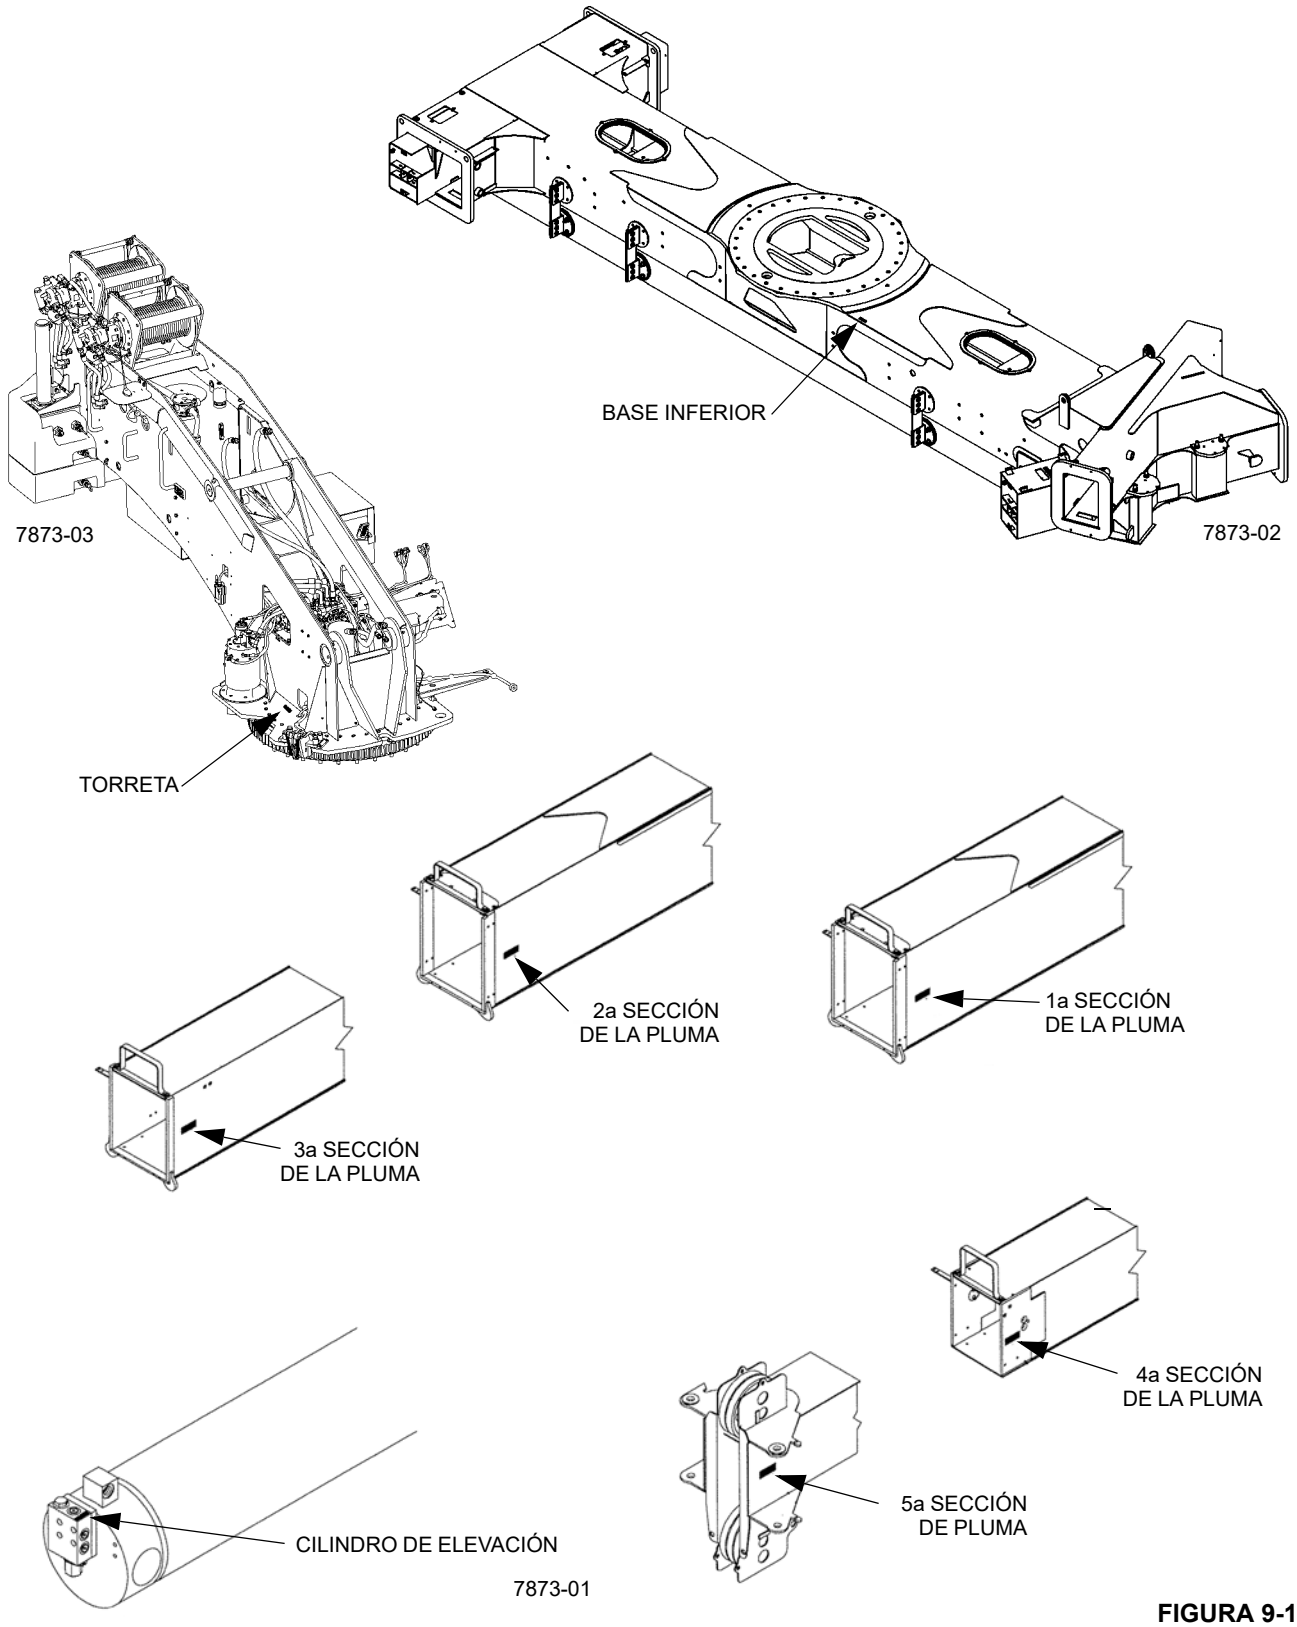

FIGURA 9-1
4. **Chasis del camión**. Trate de seleccionar un camión con un chasis tal que se minimice o elimine la necesidad de reforzar ni extender el chasis posterior (AF). Se ofrecen muchos chasis cuyo chasis posterior (AF) tiene el módulo de sección (SM) y resistencia al momento de torsión de retorcedura (RBM) tales que no requieren refuerzo. El gato hidráulico delantero se usa para obtener una gama de trabajo de 360° alrededor del camión. El chasis debajo de la cabina hasta la suspensión delantera deberá tener los valores mínimos de SM y RBM porque frecuentemente es difícil reforzar el chasis hasta la suspensión delantera debido al motor, los montajes del radiador y el mecanismo de la dirección. Vea las páginas “Requisitos del camión” y “Resistencia del chasis” para los valores necesarios de módulo de sección y resistencia al momento de torsión de retorcedura.
7. **Identificación del número de serie**. La Figura 9-1 muestra las ubicaciones típicas de las chapas de identificación de números de serie fijadas a los componentes principales de la grúa.